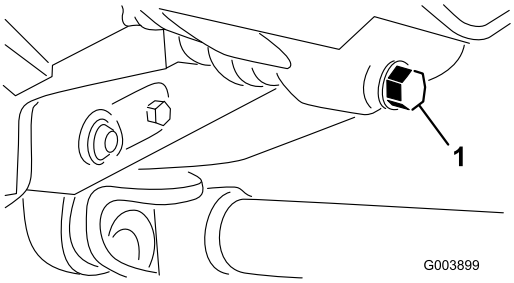

Figur 52
1. Fjern tappepluggen (Figur 52) og la oljen renne ut i en beholder.